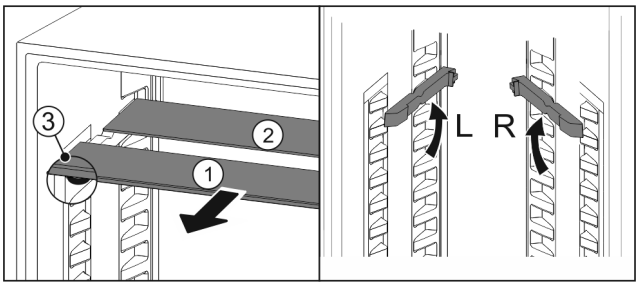

Fig. 20
▶ Pull the glass panels out *Fig. 20 (1)* from the front, one at a time.
▷ The glass panel *Fig. 20 (1)* with the trim strip is at the front.
▷ The stops *Fig. 20 (3)* point downward.